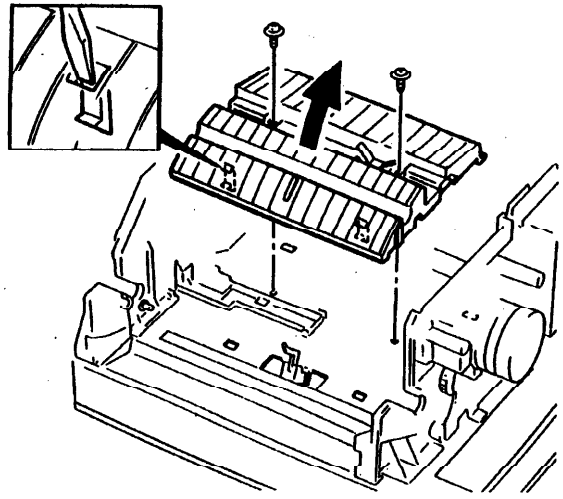

Рис. 1. Нижняя направляющая для бумаги
13. Освободите две фиксирующие лапки, крепящие нижнюю направляющую для бумаги к раме корпуса (Рис. 1).